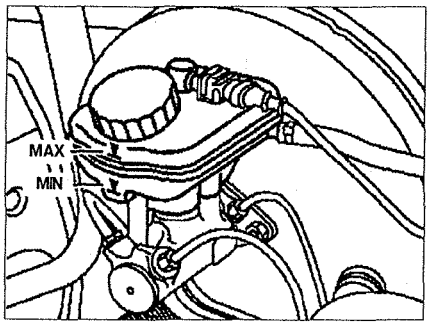

Рис. 1.37. Проверка уровня тормозной жидкости.
1. Проверьте уровень тормозной жидкости в бачке. Он должен быть между отметками **"MIN"** и **"MAX"** (чуть выше отметки **"MIN"**) (см. рис.1.37). Если уровень постоянно понижается ниже отметки **"MIN"**, проверьте отсутствие подтеканий в тормозной системе и, при обнаружении, устраните их. Проверьте затяжку и состояние всех трубок и шлангов. Проверьте состояние бачка, пневматических и гидравлических узлов.